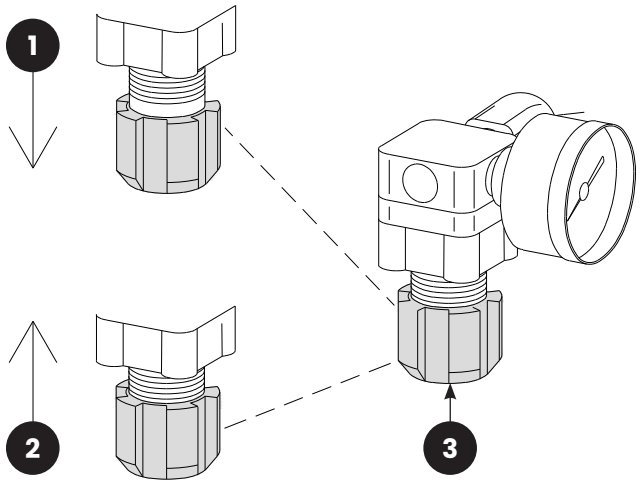

FIGURE 17: (1) Pull Knob to Unlock; (2) Push Knob to Lock; (3) Pressure Regulator Control Knob
5.1.1 | The pressure regulator is located on the pulse reservoir inlet, as shown in **Figure 17**. After the cartridge is seasoned per Section 7.2, adjust pressure to 60 psi.